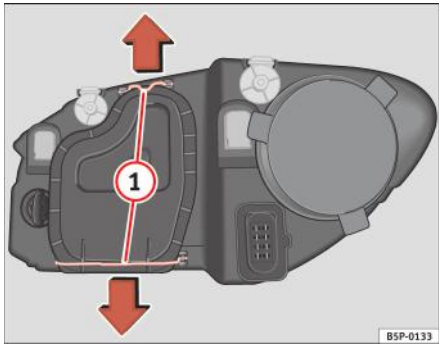

Fig. 184 Faruri fază scurtă
– Deplasați clemele ⇒ fig. 184 (1) în sensul săgeții şi scoateți capacul.